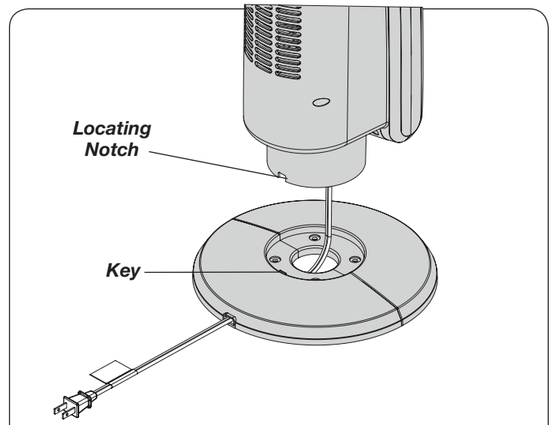
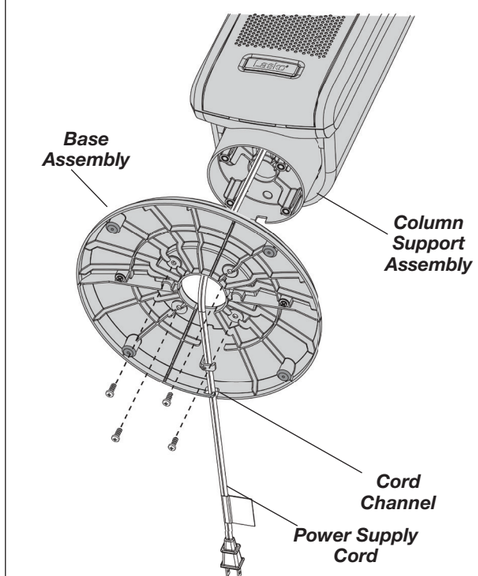

Figure 4
Figure 5
3. Align the ***Base Assembly*** with the ***Column Support Assembly***. Make certain to align the ***Locating Notch*** on the ***Column Support Assembly*** with the ***Key*** on the ***Base Assembly (Figure 4)***. Attach the ***Base Assembly*** to the ***Column Support Assembly*** with (4) M5 X 13 mm Screws. Gently pull any excess slack of the ***Power Supply Cord*** and place it in the ***Cord Channel*** of the ***Base Assembly***. ***(Figure 5)***